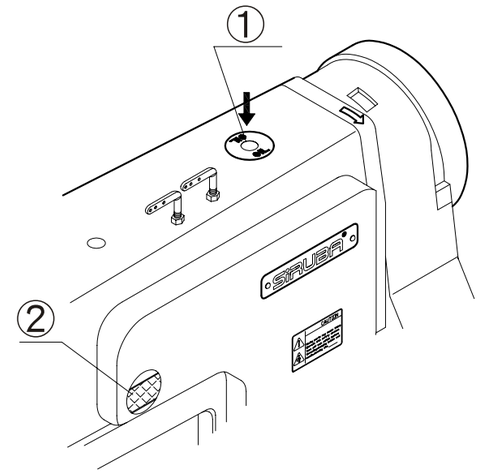

Fig. 29
1. Vierta el aceite por el agujero para aceite 1 hasta que llegue a la línea superior en el medidor de aceité 2. El aceite es MOBIL # 10. Por favor note que la falta de aceite puede causar que las partes se quemen o se destruyan (Fig. 29)